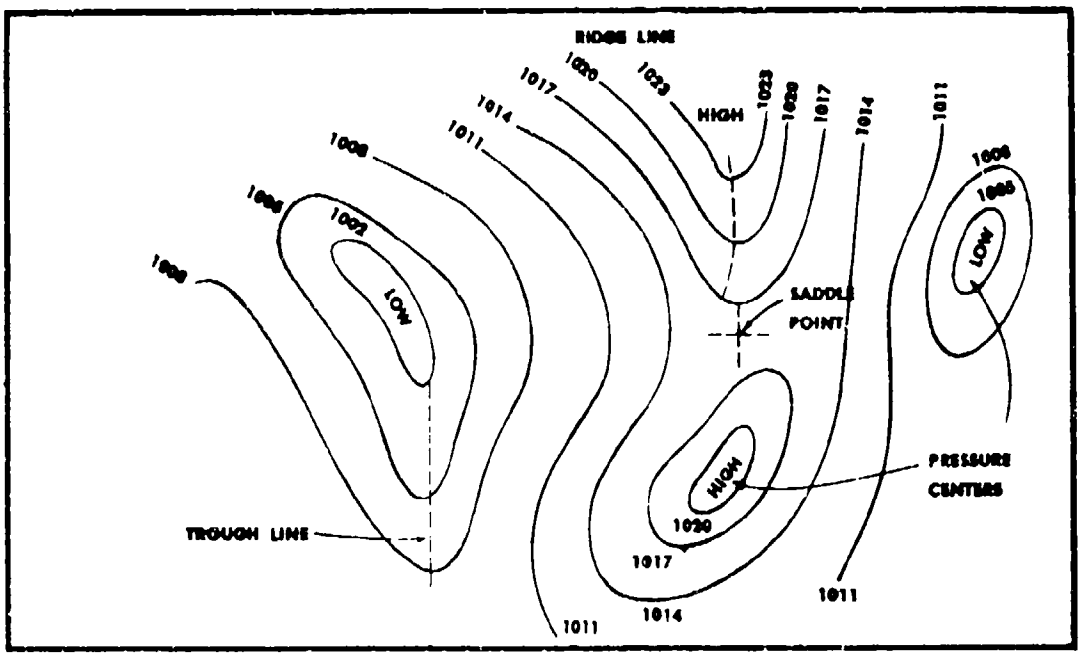

Figure 26-1. Pressure systems
Pressure Systems. Isobars on a weather map show areas of relatively high pressure and other areas of relatively low pressure. Various common types of pressure systems, as outlined by isobars, are illustrated in Figure 26-1. Note that isobars outline pressure systems in exactly the same way that contour lines outline terrain features on a contour map. Pressure areas are referred to as High, Low, Ridge, and Trough.
Easterly Waves are the curved lines of convergence on which a hurricane (typhoon) is occasionally formed. Easterly waves appear in the sub-tropical area between the equatorial front and 25 -28° north latitude. They usually cross a station in an average period of between three to five days. Easterly waves are troughs of low pressure and convergence, and move from east to west. They appear as a band of heavy cumulus (cumulo-nimbus clouds with heavy showers and thunderstorms. Passage of an easterly wave brings air of higher moisture content that extends to higher levels, and surface winds shift from north or northeast to east or southeast. Significant pressure falls (net 24-hour rise or fall) precede a wave, while rises are found behind a wave. On a colored surface map, easterly waves are shown as a curved blue line. (See Figure 26-1, item 30.) On a facsimile chart, they appear as a trough, or curved black line.
Tropical Cyclones (hurricanes and typhoons) are shown by a sort of pinwheel symbol on all surface maps (Fig. 26-1). Usually past 6-hourly positions of the "eye" or center of the storm are shown to assist in estimation of future movement.